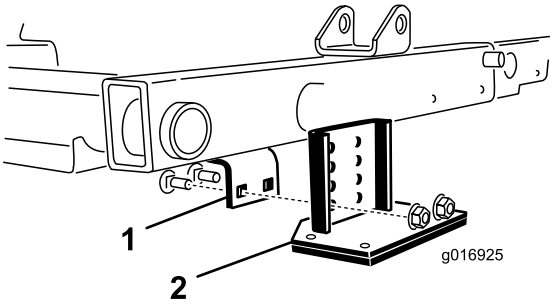

Figur 30
2. Finn fremre brakett over midtre klippeenhet (Figur 30).
3. Mens du trykker fremre valse til midtre klippeenhet ned, bestem hvilke hull på tippebraketten du vil justere med rammebraketthullene for å oppnå samme valsekontakt når tippebraketten er montert (Figur 30).
4. Senk klippeenhetene og monter tippebraketten til rammen med de (to) låseskruene og mutrene som er inkludert i settet (Figur 30).